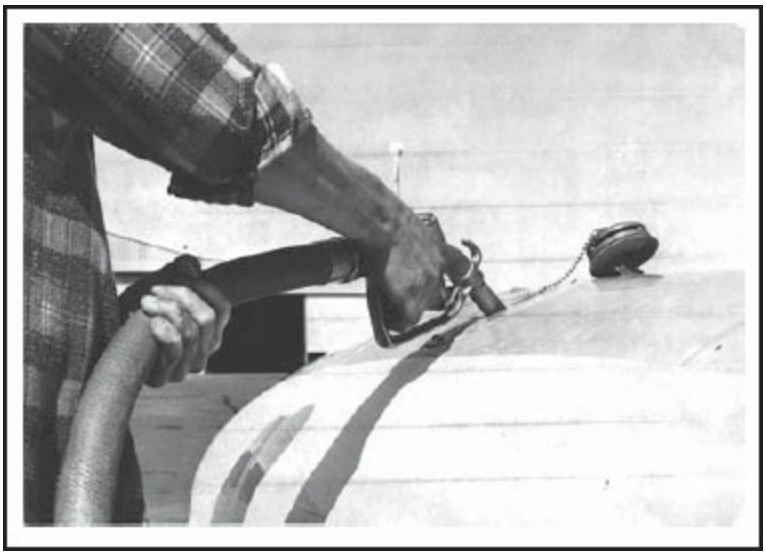

Figure 15-47. Filling an aircraft fuel tank at the filler neck is called over-the-wing fueling.
6. Do not drag hoses across deicer boots or wing edges. Always place drop-deck ladders so that the pads rest squarely on the leading edge of the wings. When on the wings, walk only where designated. Clean off all greasy marks and dirt before leaving the wing. [Figure 15-47]